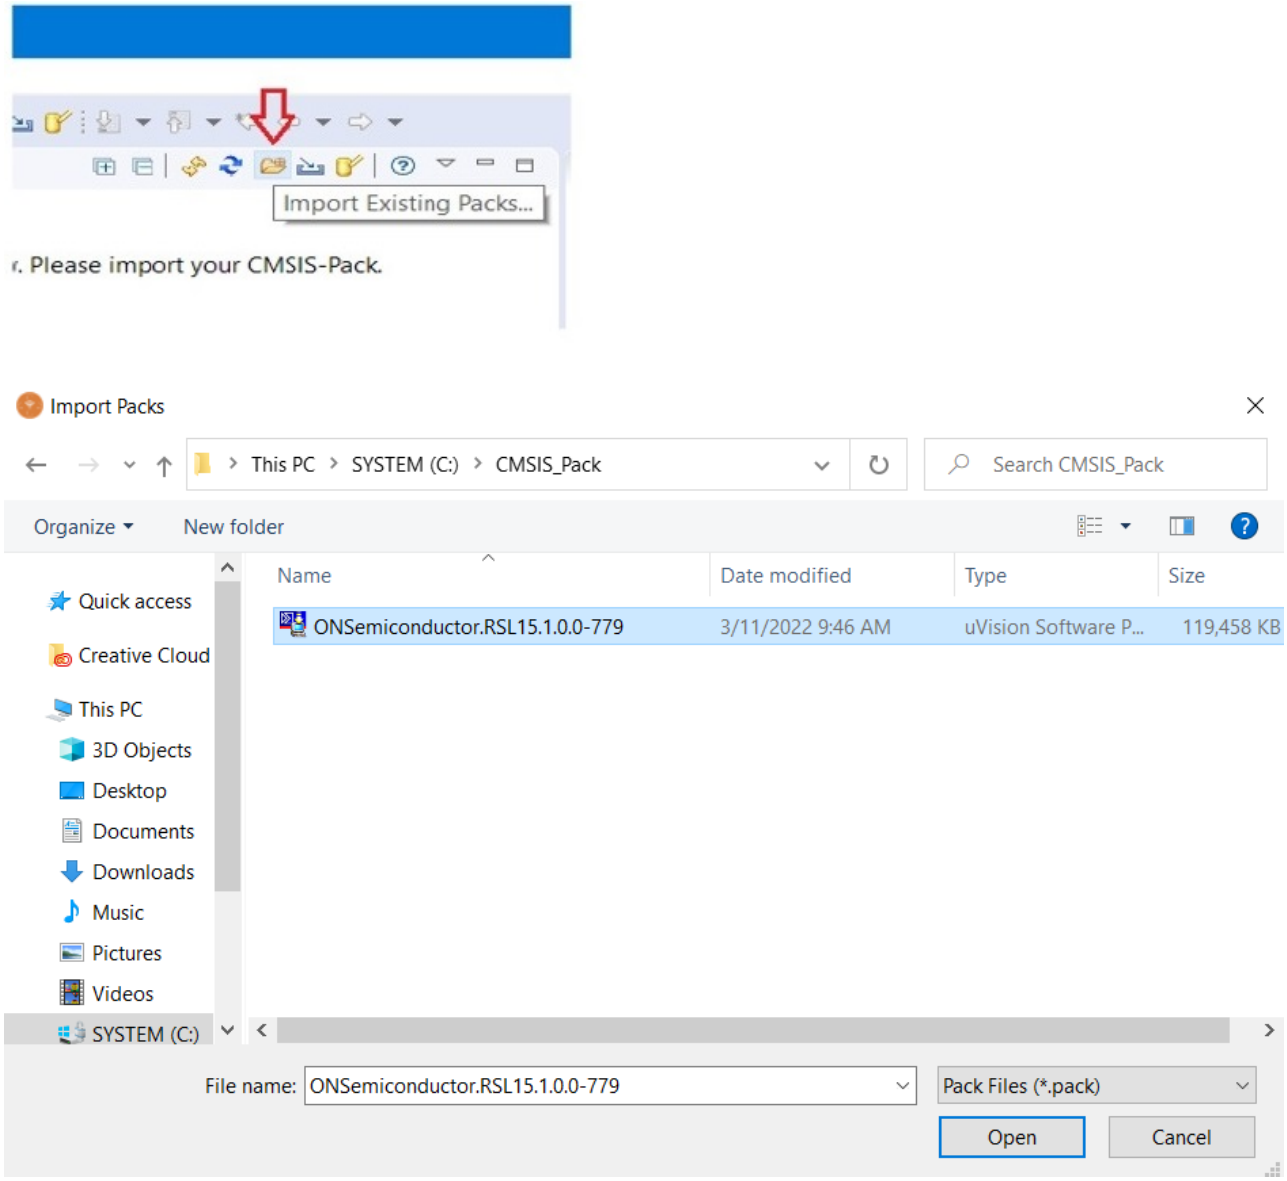

Figure 4. Installing the RSL15 CMSIS-Pack
4. Click the **Import Existing Packs icon**, select your pack file (*ONSemiconductor.RSL15.*`<version>`*.pack)*, where `<version>` is a number such as *1.0.0-464*, and click **Open**. (See the "Installing the RSL15 CMSIS-Pack" figure (Figure 4).)